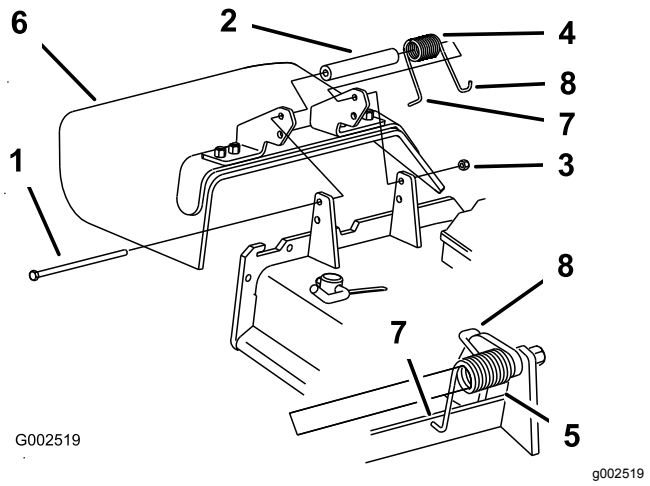

Figur 114
1. Ta bort låsmuttern, bulten, fjädern och distansbrickan som håller fast gräsriktaren på tappfästena (Figur 114).
Obs: Se till att fjäderns **L**-formade ände sitter bakom däckkanten innan du monterar skruven enligt Figur 114
5. Placera fjäderns **J**-formade ände runt gräsriktaren (Figur 114).